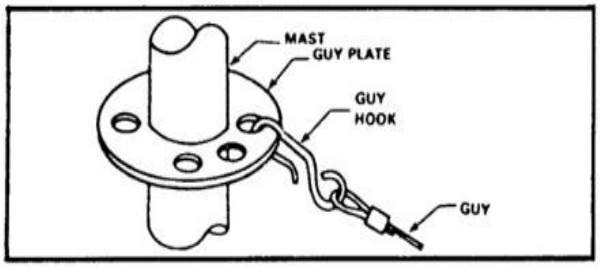

Figure 2-91 Attaching Guy Hooks to Guy Plate
10. Attach the guy hooks of the lower guy ropes, (color coded blue), to the holes of the lower guy plate. See Figure 2-91.